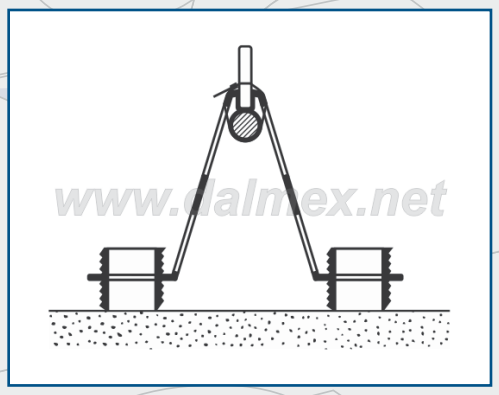

рис. 7
2.4.2. При необходимости и дополнительно арматурными стержнями 300-400 мм, зафиксировав их во внутренней или внешней части конька пластиковыми стяжками, см. рис.7.